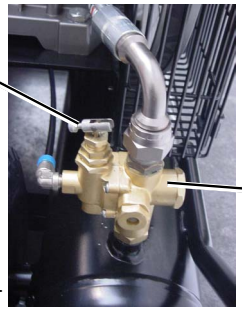

fig.4
B) Lorsque le commutateur est en position verticale, tout l'air sort du compresseur par le silencieux d'évacuation (fig.4). Ce système offre une fonction de démarrage simple. Pour un fonctionnement normal le commutateur se trouve à 90°.